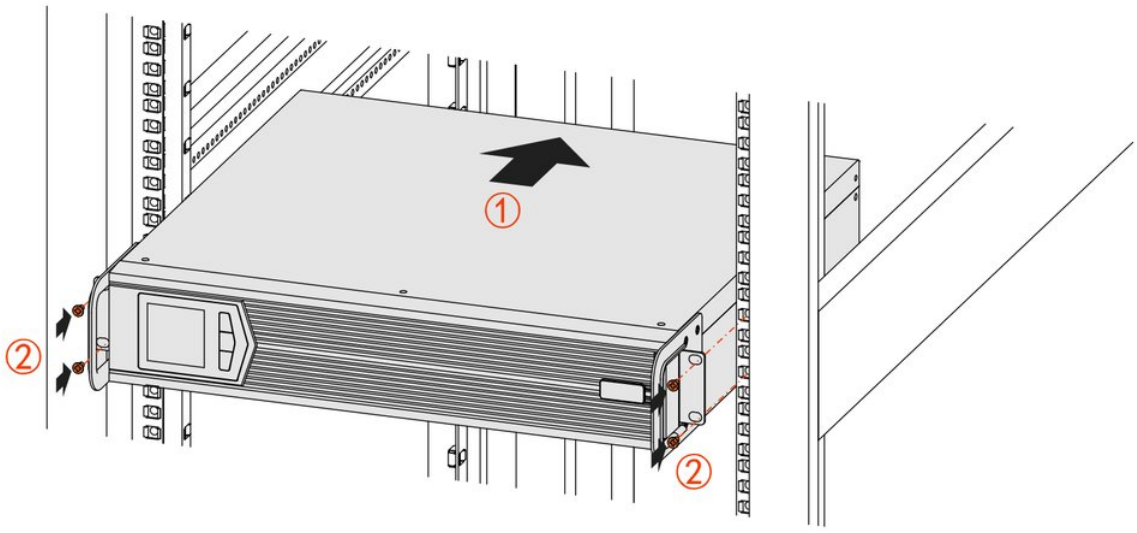

FIGURA 3-2 Fissaggio dell'UPS
2. Inserire l'UPS nell'armadio rack e fissarlo con le viti, come mostrato nella Figura 3-2.